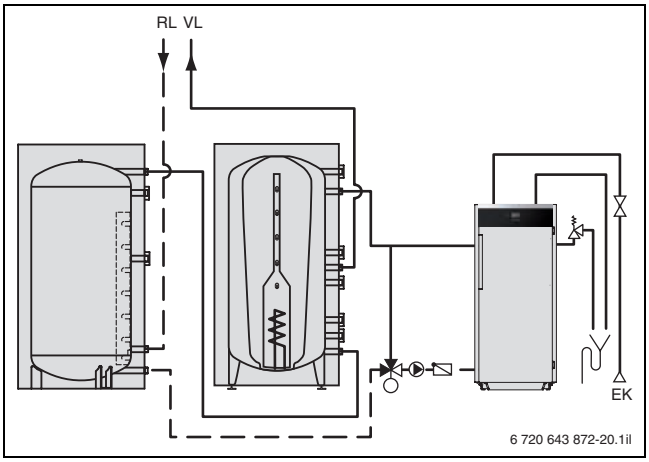

Bild 24 Reihenschaltung unterschiedlicher Pufferspeicher
- Die Reihenschaltung ist bei unterschiedlichen Pufferspeichern (verschiedene Volumina, verschiedene Konstruktionen) anzuwenden, z. B. bei der Kombination des Pufferspeichers Logalux PR und des Kombispeichers Logalux PL.../2S. Hierbei ist der Kombispeicher mit integriertem Trinkwasserbehälter vorrangig vom Wärmeerzeuger zu versorgen, um einen hohen Trinkwasserkomfort und eine hohe Warmwassertemperatur zu erreichen (→ Bild 24).